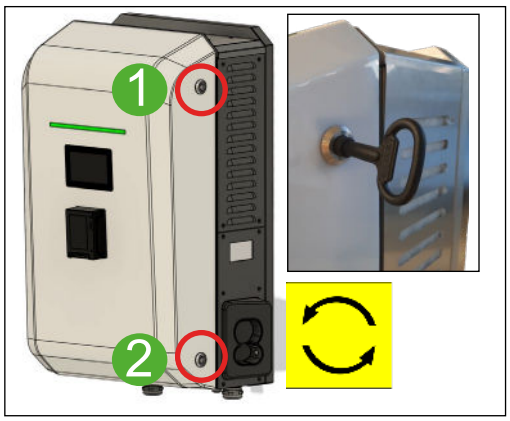

Abb. 11: DCW15 Entriegeln und Verriegeln
2. Schnellverschlüsse 1 und 2 mit Schlüssel entriegeln (siehe Abb. 11).
5. Schnellverschlüsse 1 und 2 mit Schlüssel verriegeln (siehe Abb. 11).